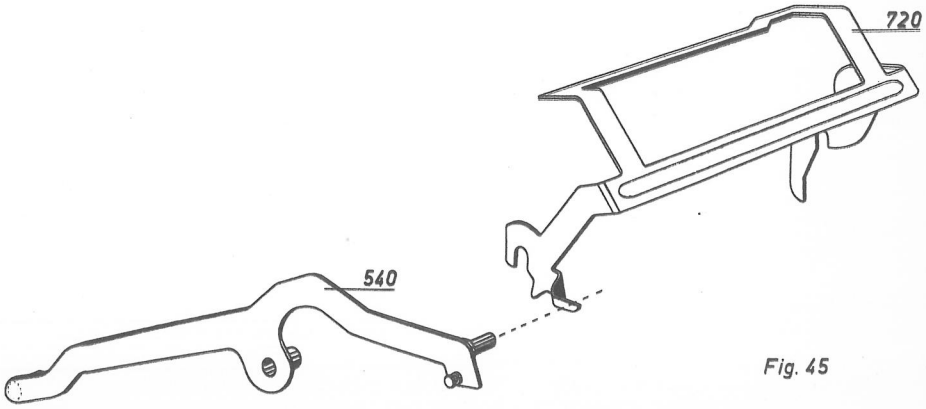

Fig. 45
Die ausgelösten Kommahämmer werden am Anfang der nächstfolgenden Maschinenumdrehung mit Hilfe des Hebels (540,Fig.45) und der Brücke (720) wieder in Grundstellung gebracht.